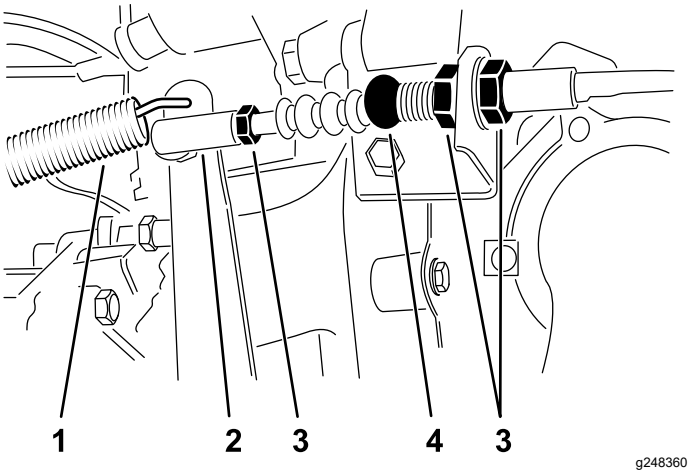

Figura 63
1. Alivie as porcas de retenção que fixam o cabo ao suporte no cárter do volante (Figura 63).